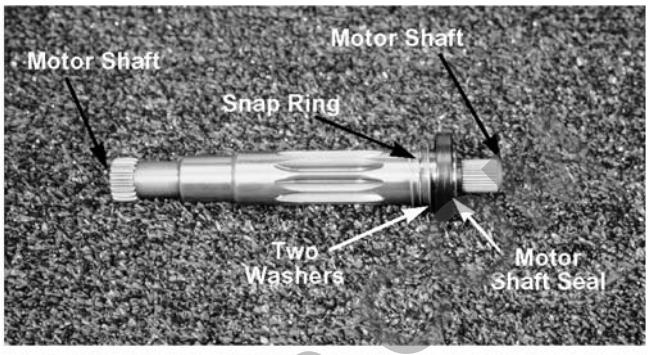

Figure 6-145
D. Motor shaft (splines, gear teeth) See Figure 6-145.